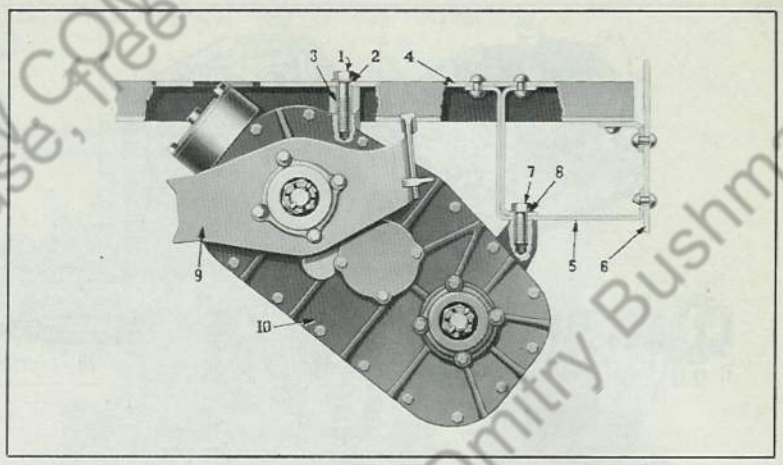

Fig. 2 Transfer Case Mounting
7. Upper or center mounting screws (1, Fig. 2) are accessible through removable plate on cab floor under seat cushion. Bend down lips of mounting screw locking plate (2 and 8, Fig. 2) before loosening screws.
2. Reinstall four bolts attaching case assembly to cross member and special support. Before installing bolts, be sure that spacing sleeve (3, Fig. 2) is used under cross member at top mounting.